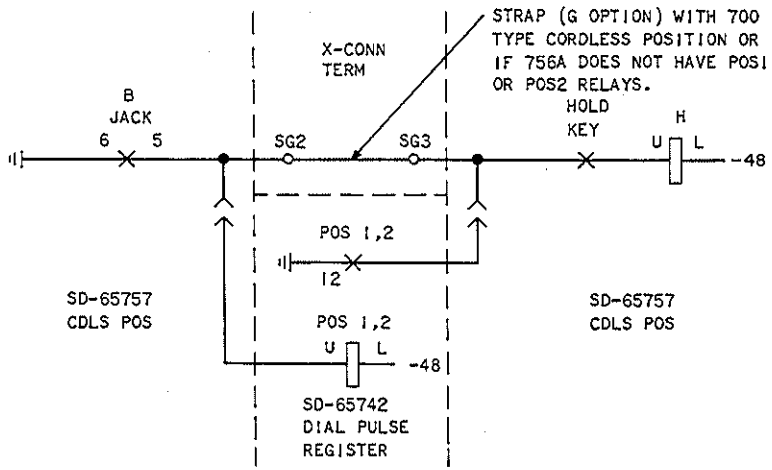

FIG. 1
- No → [6] Check operate path of H relay [FIG. 1]